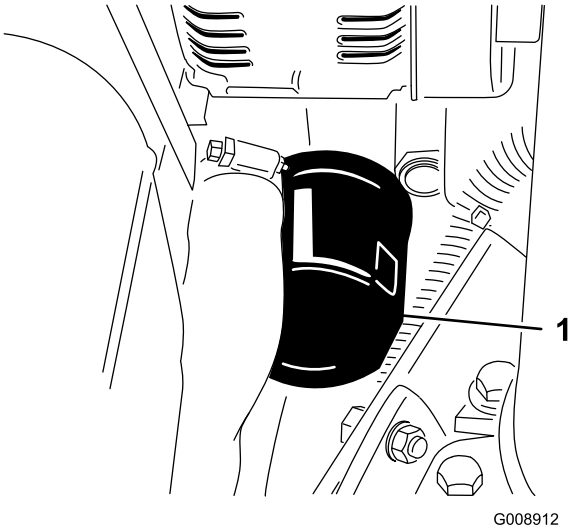

Figur 46
2. Fjern oliefilteret (Figur 46). Smør et tyndt lag ren olie på det nye filters pakning, før det skrues på. **Overspænd ikke.**